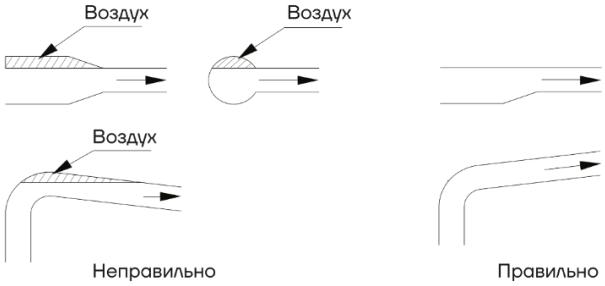

Рис. 10 Правильный монтаж трубопроводов
При монтаже трубопроводов избегайте образования воздушных карманов, особенно на всасывающей стороне насоса (см. рис. 10).
- При установке труб также необходимо следить за тем, чтобы в трубах не скапливался воздух, особенно в приемной трубе (см. рис. 10);